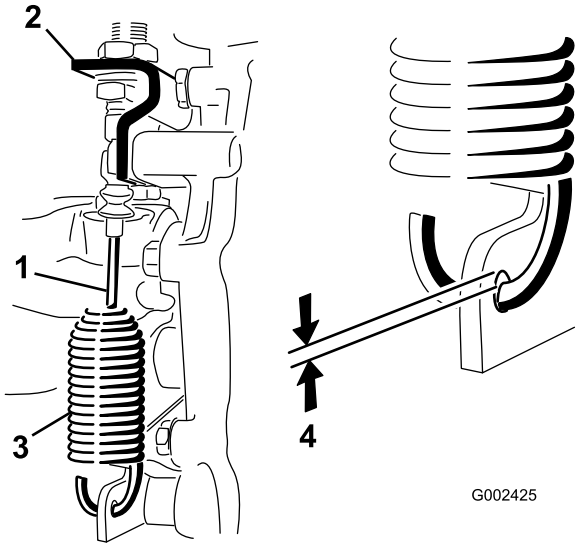

Figur 53
2. Lossa kontramuttrarna som håller fast differentiallåsvajern vid fästet på växellådan (Figur 53).